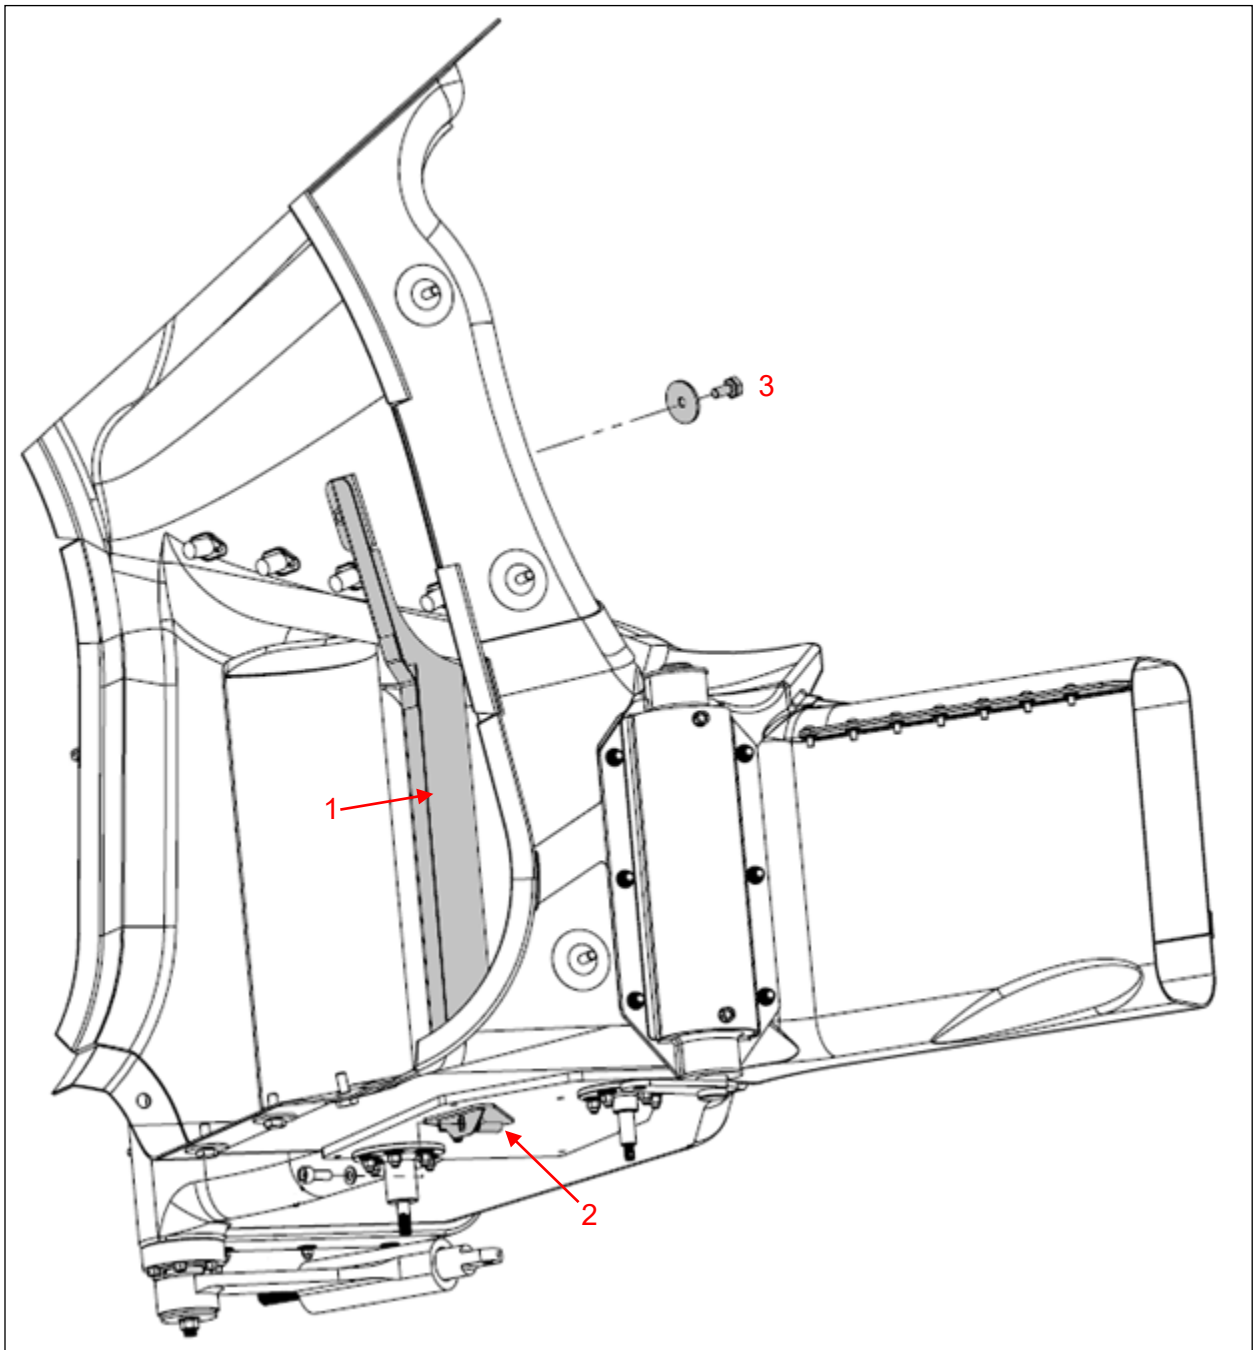

Figure 6: Parts to be Removed, (Opposite Side Reflected)
5. With a flashlight and inspection mirror, inspect shedder vanes for cracks and loose or worn rivets (see Figure 6 for examples and location).
a. Remove the shedder vane from both inertial separators (see Figure 6):
iv. Locate and remove the upper bolt and lower mounting hardware (Figure 6, number 3). Some aircraft will have an extra hole drilled and blanked with hardware from factory.
v. Slide the shedder vane (Figure 6, number 1) out of the top of the open intake plenum.
x. Apply PR-1995 between inertial separator cap and interior of inertial separator as well as the cap and the external surface of the inertial separator (Figure 6, number 2).